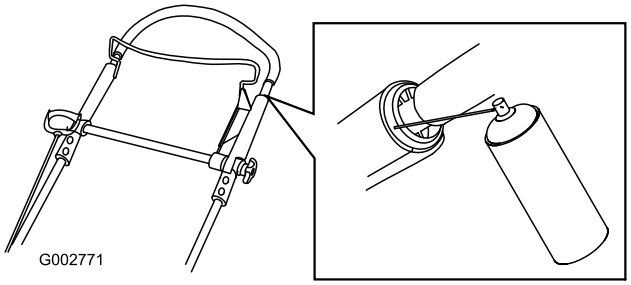

Figuur 42
1. Spuit het plastic uiteinde van de binnenste handgreep in (Figuur 42).